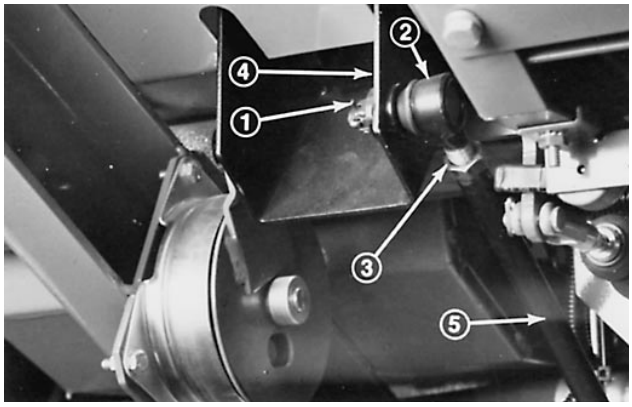

Afbeelding 72
2. Verwijder de splitpen en de gleufmoer uit het kogelscharnier op de tractiepedaal (Afb. 72). Maak het kogelscharnier los van de tractiepedaal.